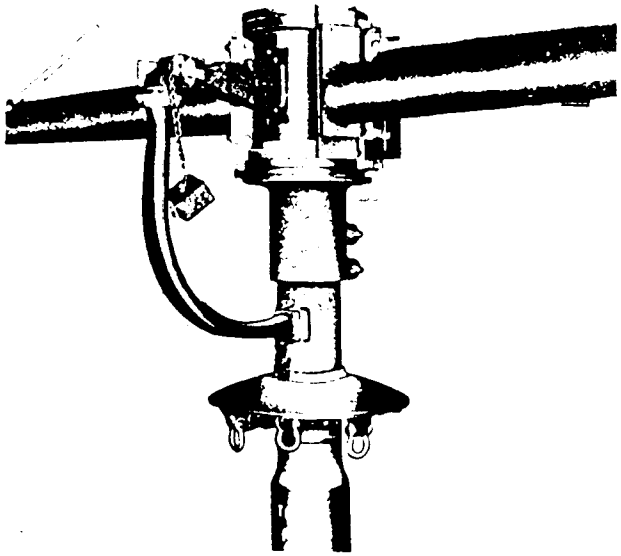

*Figure 216. Coupling block attached to top waveguide section.*
**7** and **8** slip the wire guide assembly on the top mast section so that the shackles and lugs face toward the base plate (fig. 216).
**7** and **8** secure the coupling block on the top waveguide assembly to the mast section by means of the captive bolts attached to the waveguide assembly (fig. 216).